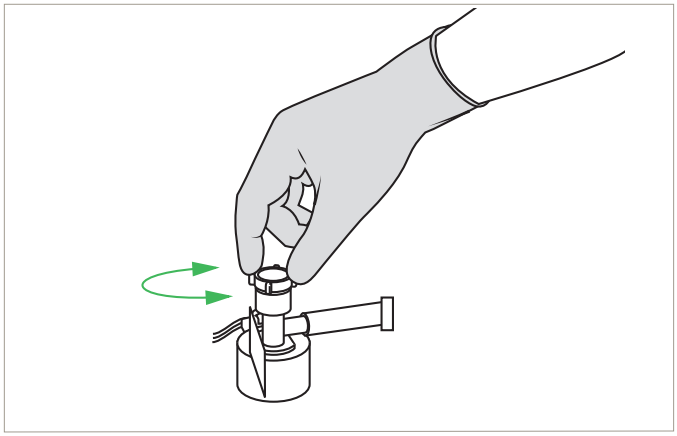

Afbeelding 58
13. Stel de zuigdop op de flacon zo nodig met de hand af om de juiste mengverhouding te krijgen. Zie Afbeelding 58.